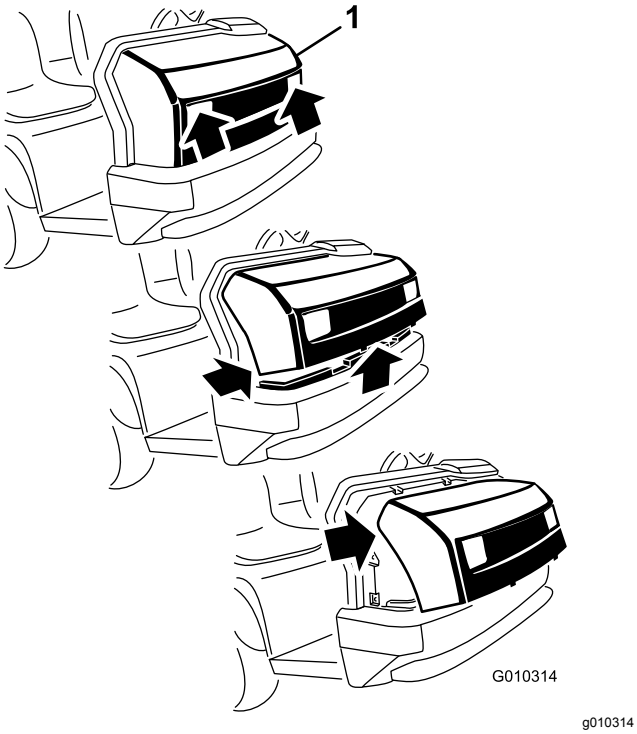

**Figur 35**
1. Hold i panseret i frontlysåpningene mens du løfter opp panseret for å frigjøre nedre monteringstapper fra sporene på rammen (Figur 35).
2. Sving bunnen av panseret oppover til du kan trekke de øvre monteringstappene ut av sporene på rammen (Figur 35).
3. Sving toppen av panseret fremover og koble ledningskontaktene fra frontlysene (Figur 35).
2. Før de øvre monteringstappene inn i sporene på rammen (Figur 35).
3. Før de nedre monteringstappene inn i sporene på rammen (Figur 35).